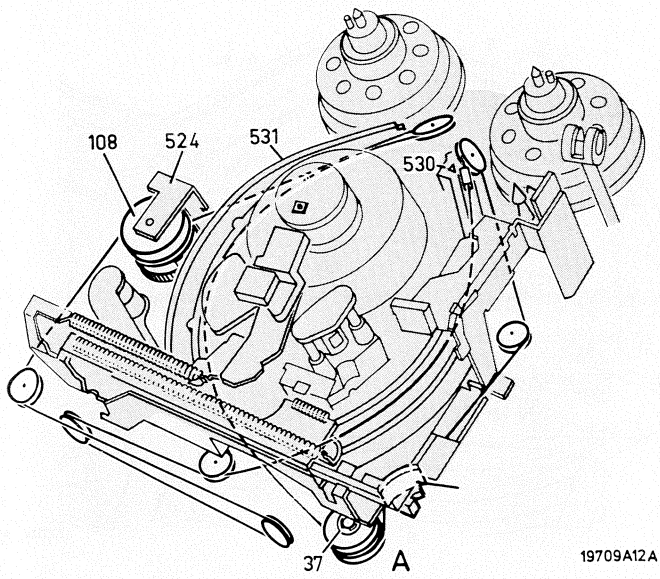

Fig. 2.10
- Ein wenig einfädeln, indem die Scheibe 108 (Abb. 2.10) von Hand linksherum gedreht wird.
Wenn beim Einbau dasselbe Seil angebracht werden soll, muss der Rollensatz A (Abb. 2.10) vor dem Ausbau markiert werden, so dass die Rollen beim Einbau in die gleiche Stellung gebracht werden können.
- Den Spannring 37 wegnehmen und den Rollensatz A (Abb. 2.10) von der Achse abziehen.
- Nun die Seile durch die Schlittenführungen und über die Rollen führen (siehe Abb. 2.10).